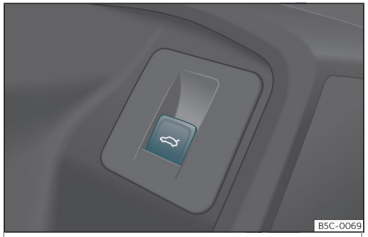

Fig. 83 Sulla porta del conducente: tasto per aprire e chiudere il portellone posteriore.
- **OPPURE:** tirare verso l'alto il tasto situato sulla portiera del conducente››› **fig. 83**. Il tasto funziona anche con il quadro spento.
- **OPPURE:** tirare verso l'alto il tasto situato sulla portiera del conducente››› **fig. 83**.